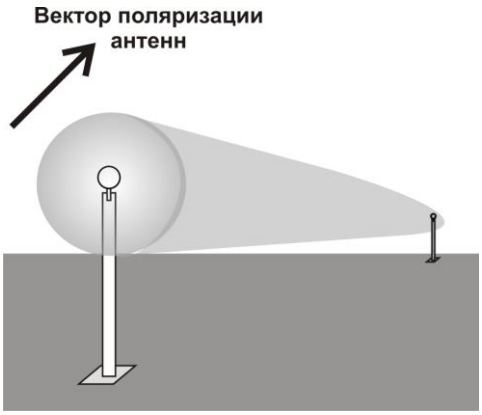

Рис.6.2
6.1.1.2 Установка БПРМ и БПРД вертикально относительно поверхности земли (рис. 6.2) соответствует наклонной ориентации вектора поляризации антенн. Принцип работы извещателя с наклонной ориентацией вектора поляризации запатентован («Радиоволновой способ обнаружения объектов», Патент РФ №2348980). Плоско поляризованное электромагнитное поле (чувствительная зона) формируется между БПРД и БПРМ в виде вытянутого эллипсоида вращения,